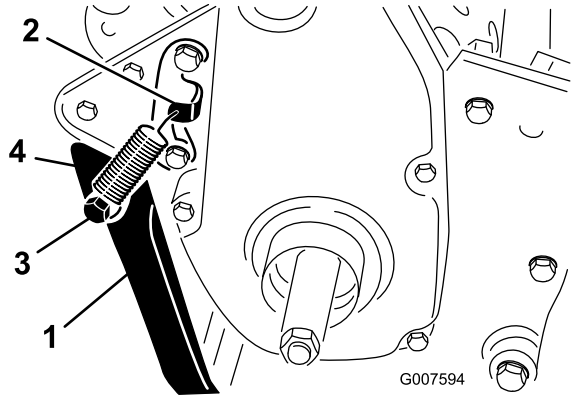

Figur 6
2. Sæt fjederen i hullet i fjederbeslaget og på fjedertappen, mens støttebenet justeres ind efter monteringshullerne i bagstellet (Figur 6).
3. Monter støttebenet på hver side af stellet med en bolt, afstandsbøsning, flad spændeskive og låsemøtrik (Figur 6).